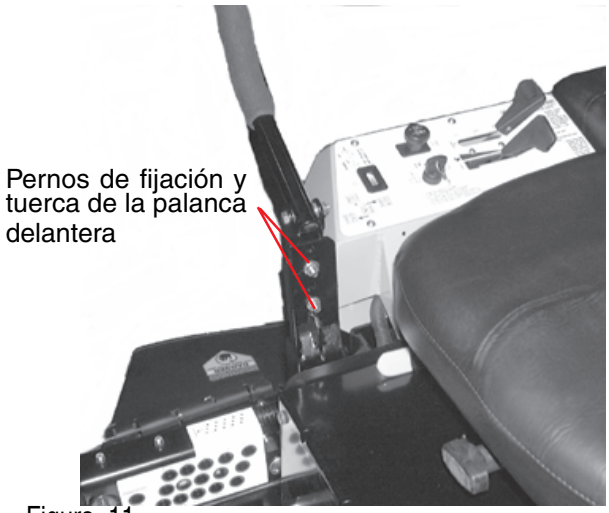

Figura 11
a. Quite las tuercas de los pernos de la fijación de las barras delanteras (vea la Figura 11).